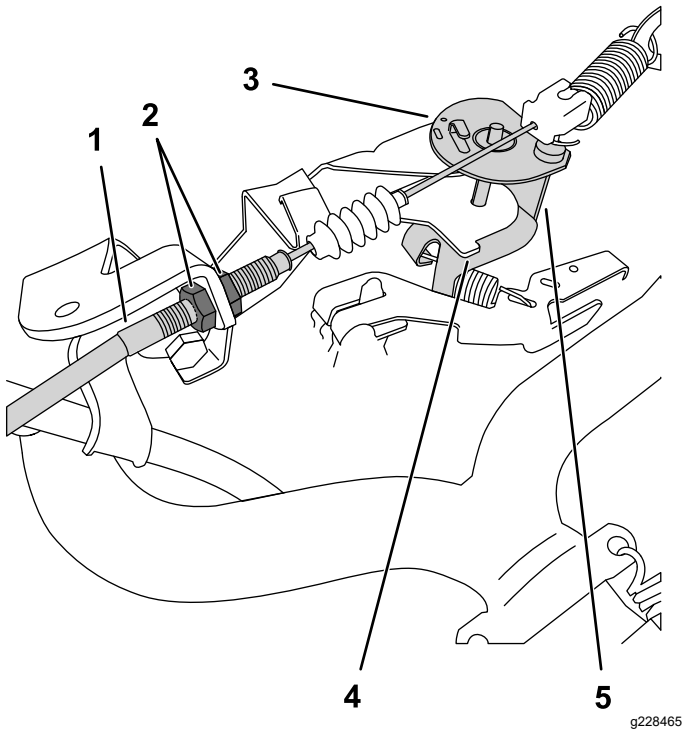

**Figura 39**
3. En el cable del acelerador, afloje la contratuerca delantera y apriete la contratuerca trasera para aumentar el ralentí bajo (Figura 39).